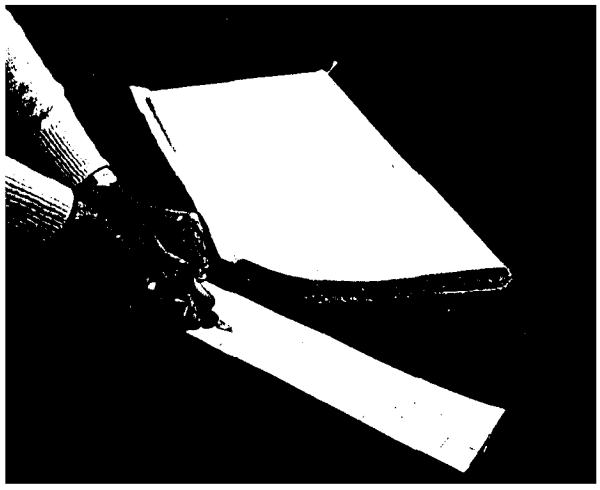

Fig.4
2.3 Cut the strip with a series of slits from both edges up to the marked lines. (See fig.4)